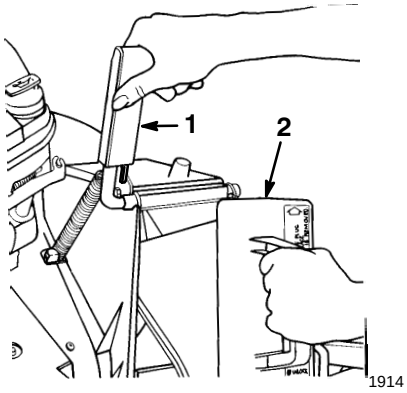

Afbeelding 5
2. Open de kokerdeur door hem achterwaarts te bewegen (Afb. 5).
4. Draai de stop iets rechtsom terwijl u hem inbrengt (Afb. 5).